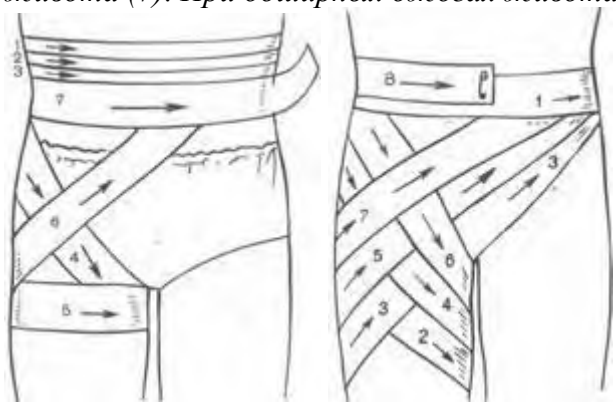

Рис. 9.
При выпадении внутренних органов их нельзя вправлять в брюшную полость. Рану следует закрыть стерильной салфеткой или стерильным бинтом вокруг выпавших внутренностей. На салфетку надо положить мягкое ватно-марлевое кольцо и наложить не слишком туго повязку. Пораженному с проникающим ранением живота нельзя давать пить, ему можно только смочить губы водой. На верхнюю часть живота накладывается стерильная повязка, при которой бинтование проводится последовательными круговыми ходами снизу вверх. На нижней части живота спиральная повязка сползает, поэтому здесь накладывают колосовидную повязку на живот и паховую область (рис. 9, а, б). Она начинается с круговых ходов вокруг живота (1-3), затем ход бинта по наружной поверхности, бедра (4) переходит вокруг, него (5) .по наружной поверхности бедра (6), и далее опять делают круговые ходы вокруг живота (7). При обширных ожогах живота могут накладываться косыночные повязки.